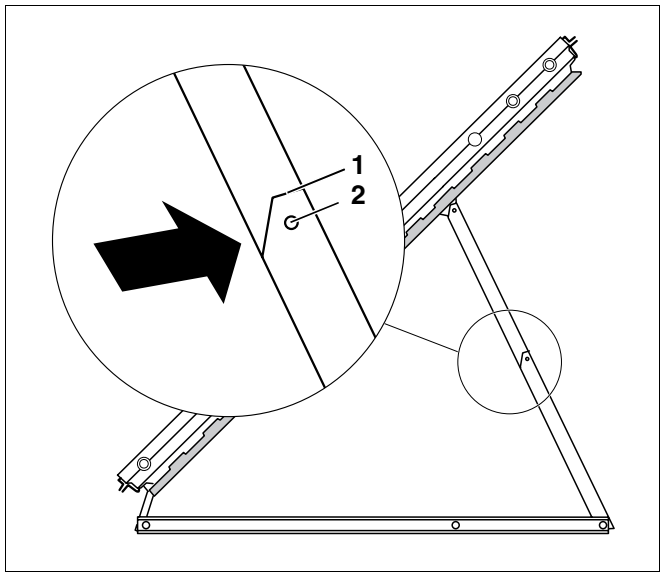

Afb. 21 Collectorsteun inkorten
Wanneer u een korte steun nodig heeft, moet u collectorsteunen die deel uitmaken van de levering aan de daartoe voorziene markeringen (vgl. loep afb. 21) van de steunen inkorten.
- Kort de steunen aan de markeringen in met een metaalzaag (afb. 21, **pos. 1**).
- Verplaats vervolgens het bovenste stuk in de voorziene boring (afb. 21, **pos. 2**).